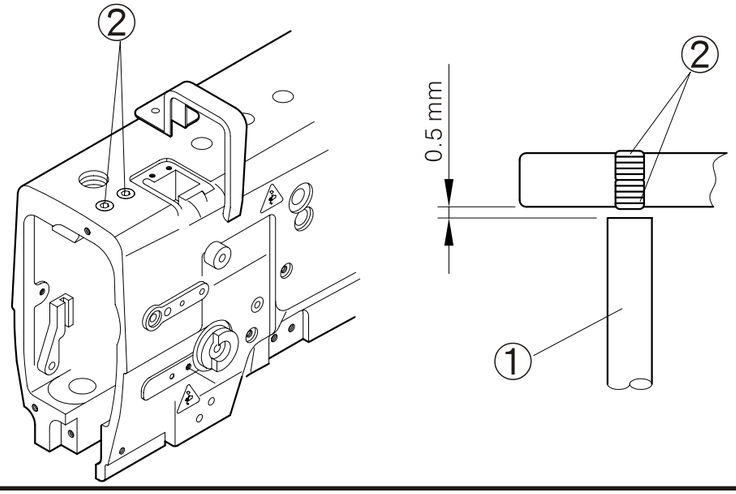

Fig. 38
4. Ajuste el bloque de la barra aguja(Fig. 38)